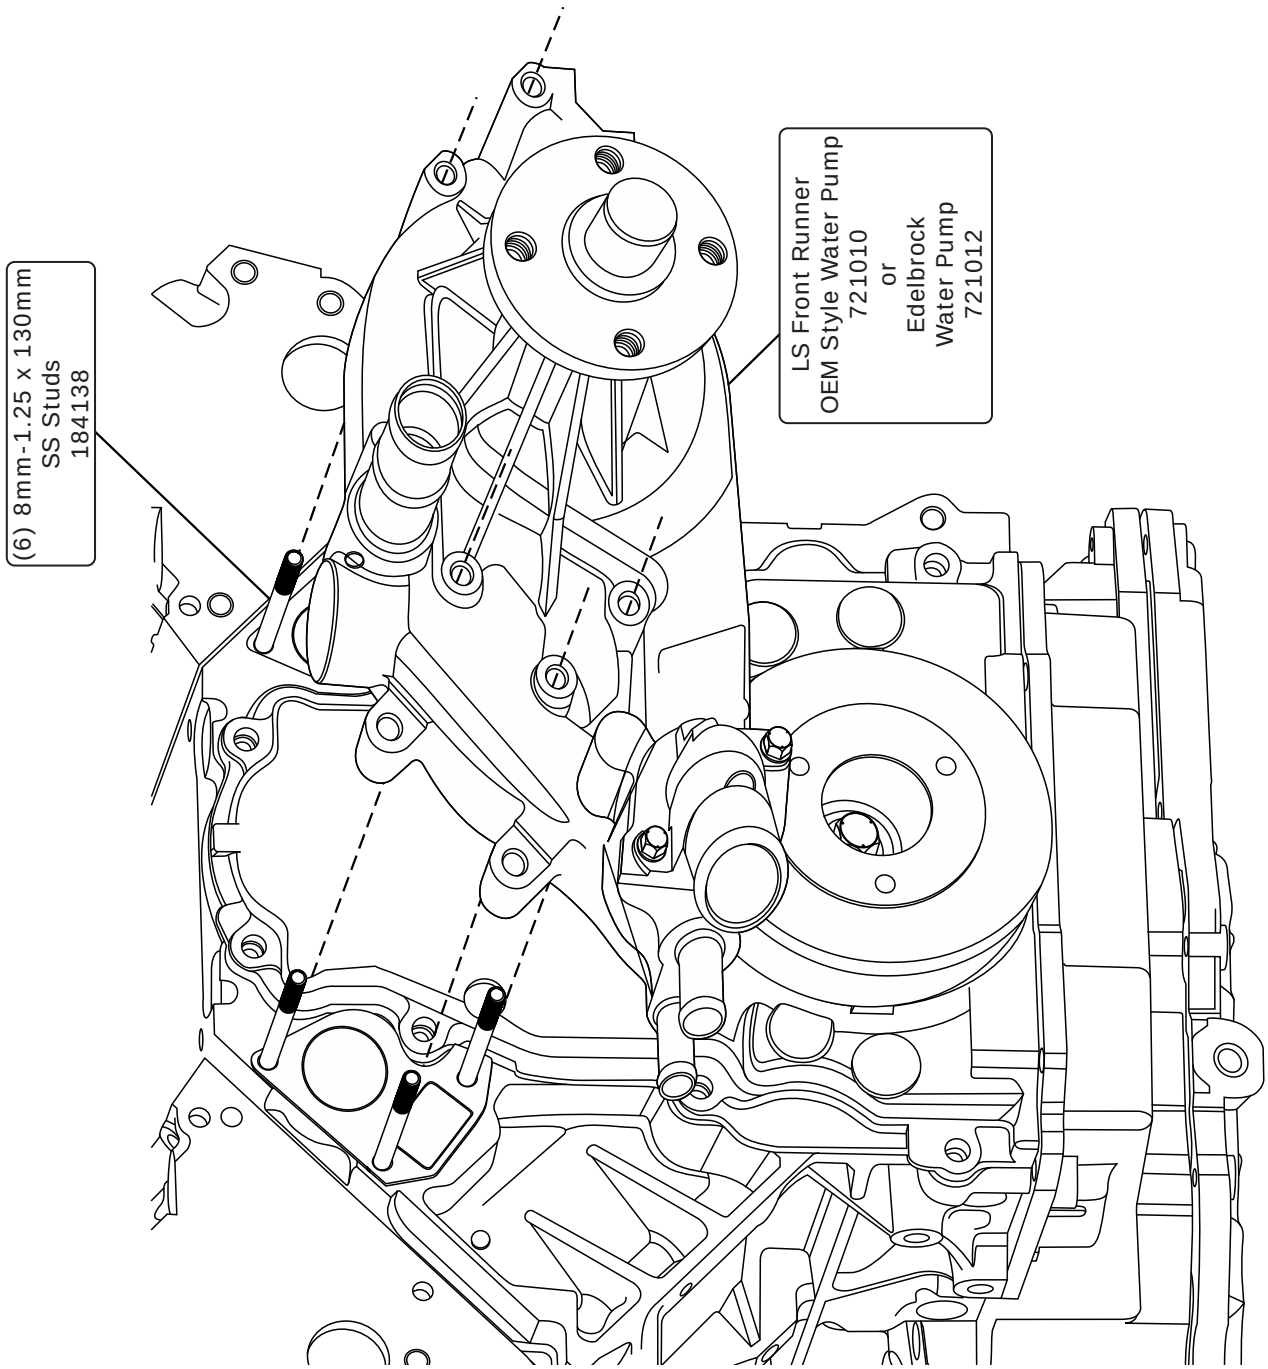

Figure 3
1. Install the water pump over the 8mm-1.25 x 130mm SS studs as shown in Figure 3, Page 8. **NOTE: Gasket sealer is not required on the gaskets. Components should be installed dry.**